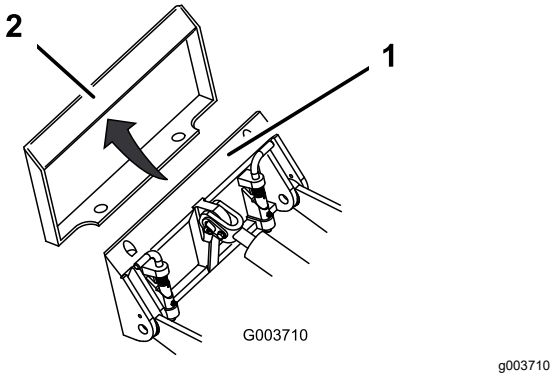

Rysunek 24
4. Ustaw płytę montażową w górnej krawędzi płyty odbiornika osprzętu (Rysunek 24).